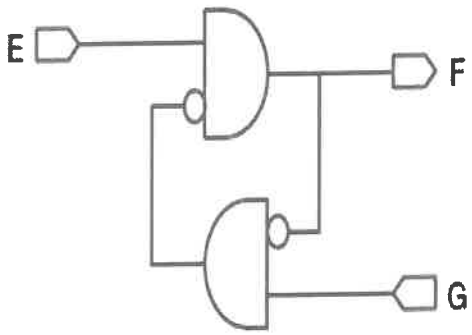

Fig Q2 FSM Circuit Diagram
2. The input output schematics for a company's latest circuit is shown in Figure Q2. Determine the transition table? Implement the circuit with SR NAND latches. [10]